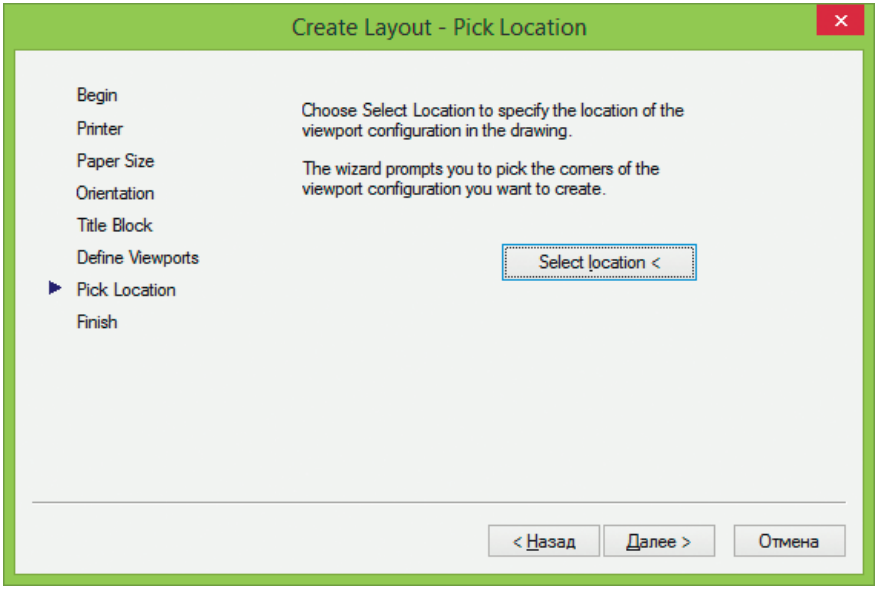

Рис. 15.9. Диалоговое окно Мастера компоновки листа, положение
- **Pick Location** – указание положения видовых экранов (рис. 15.9). При нажатии кнопки **Select location <** Мастер предложит указать на листе угловые точки области, занимаемой видовыми экранами.